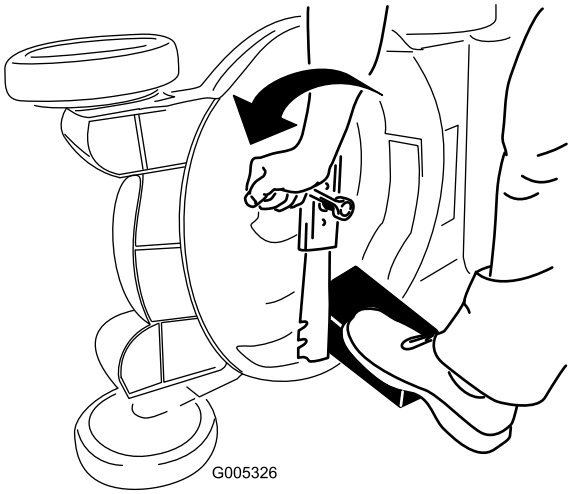

Figur 46
3. Håll kniven stilla med hjälp av en träkloss (Figur 46).
4. Ta bort kniven och spara alla monteringsdelar (Figur 46).